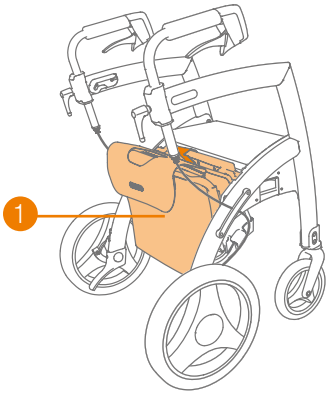

Figure 31: Kit chaise roulante fixé en bas.
c. Placez le kit chaise roulante dans les évidements derrière le siège **(Figure 31)**.
a. Fixez le kit chaise roulante à votre Rollz Motion avant votre départ **(Figure 31)**.